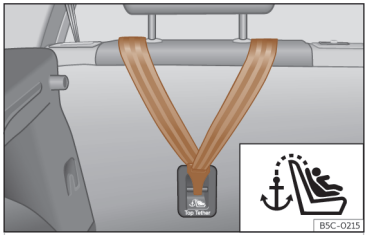
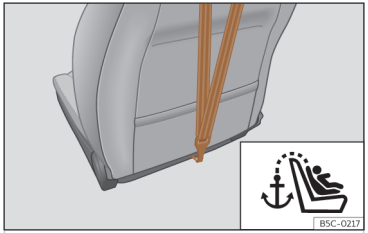

Abb. 46 Rückseite der Rücksitzbank: Verankerung für den Top Tether Haltegurt.
Abb. 47 Rückseite der Beifahrersitzlehne: Verankerung für den Top Tether Haltegurt (nicht in allen Märkten erhältlich).
- Den Haltegurt verschieben und ordnungsgemäß an der Verankerung des hinteren Teils der Rücklehne befestigen ››› **(Abb. 46)** , ››› **(Abb. 47)**.